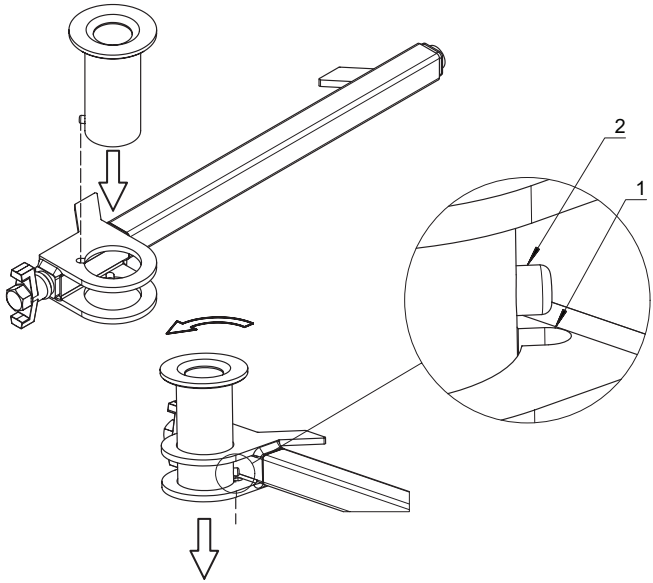

Figura 21. *Installazione dell’elemento di sostegno della flangia in acciaio*
5. Installare l’elemento di sostegno nel morsetto inferiore per colonna in acciaio. Il perno, posizionato sul lato dell’elemento di sostegno, deve passare nelle scanalature di entrambi gli anelli del morsetto. Le scanalature negli anelli non sono allineate, quindi l’elemento di sostegno deve essere ruotato per passare attraverso entrambi gli anelli. Vedere Figura 21 per una vista dettagliata.